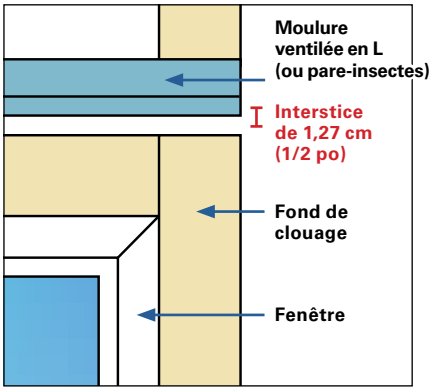

Fig. 4
- Laissez un interstice de 1,27 cm (1/2 po) au-dessus et en dessous de toutes les fenêtres et portes de plus de 122 cm (4 pi) de large. Utilisez une moulure ventilée en L Revêtement en bois Fraser (ou un pare-insectes) pour permettre la ventilation et empêcher les insectes de nicher derrière le revêtement. *(Voir la figure 4)*